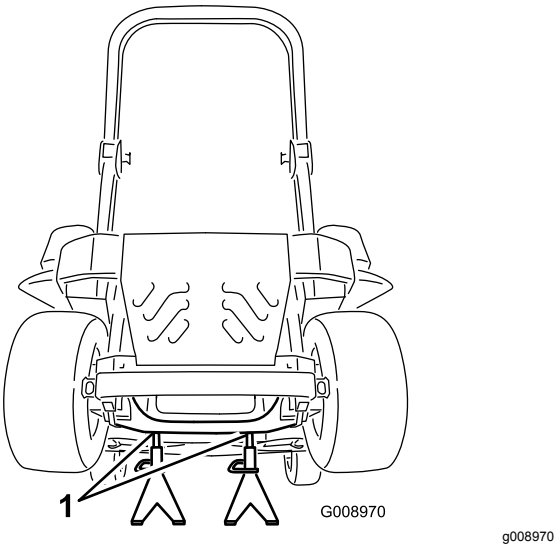

Figur 93
3. Höj upp maskinen och stötta upp den med domkrafter (Figur 93).
9. Ta bort domkrafterna och sänk ner maskinen (Figur 93).